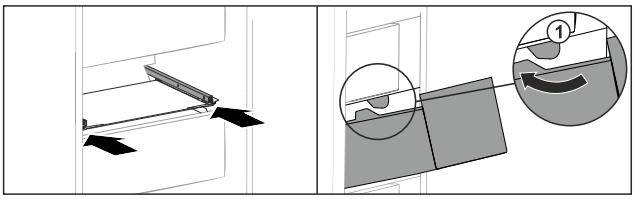

Fig. 221
▶ Ghidați sertarul în jurul opritorului *Fig. 221 (1)*.